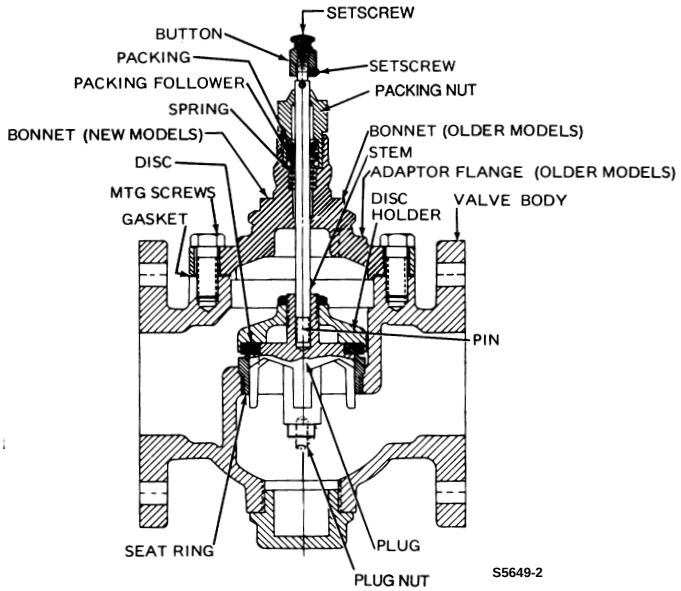

Fig. 13. V5011A and D Direct Acting Flanged Body Valve—Cutaway.
d. V5011A and D Direct Acting Flanged Body Valves (Fig. 13). Remove the Bonnet Mounting Screws and Bonnet (and Adapter Flange in older valves). Lift out the Stem and Plug.
c. V5011 Flanged Body Valves (Fig. 13). Remove the Plug Nut to release Disc Holder and Disc. Detach the Stem by removing Pin.